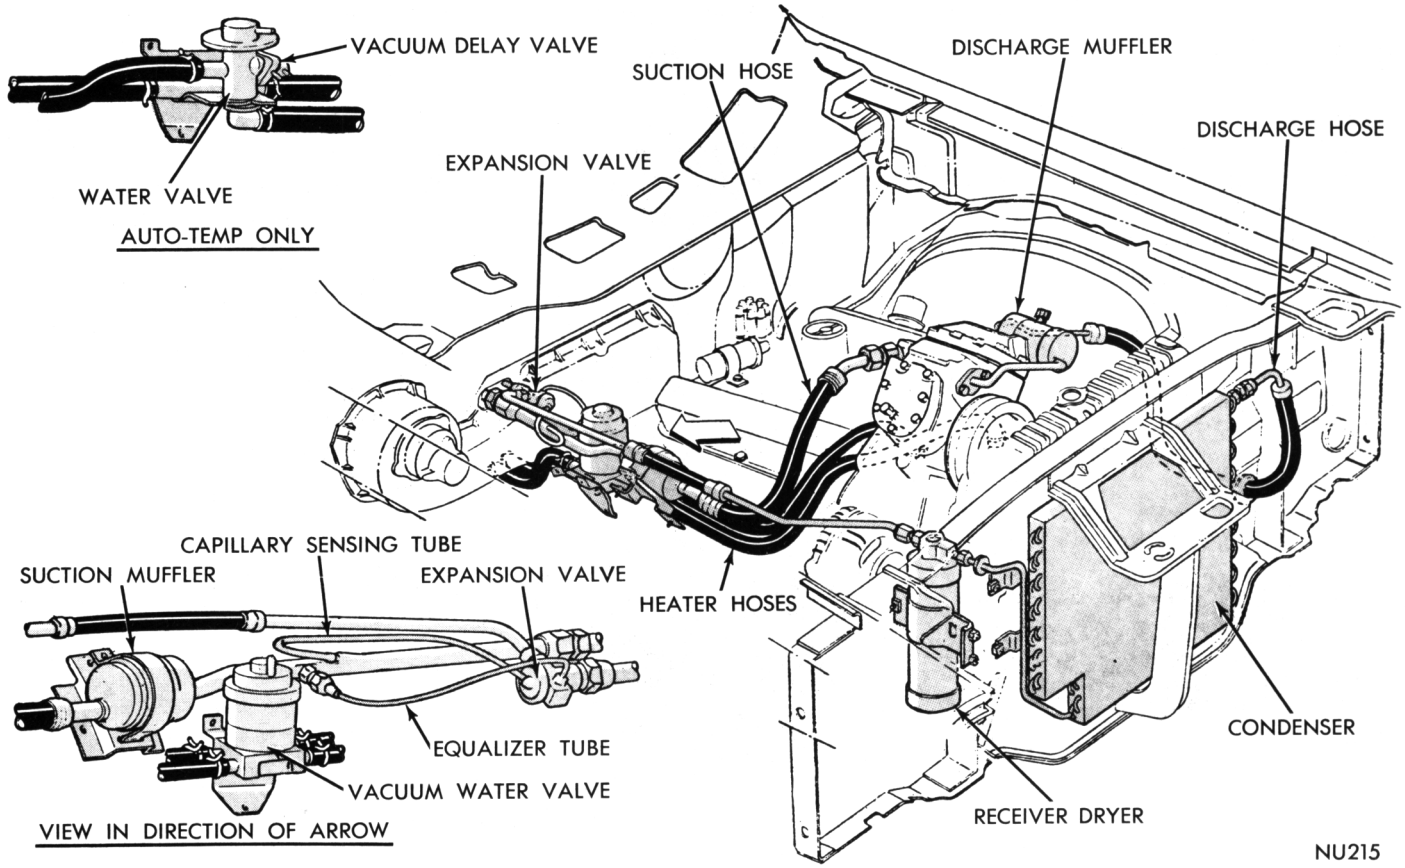

Fig. 71—Air Conditioning and Heater Plumbing (273, 318 Cu. In. Engine) Fury
(6) From engine compartment, install seven retaining nuts to studs surrounding engine side housing.
(7) From glove box opening, connect wire to resistor block and vacuum hoses to recirculating housing actuator.
(8) Install center air distribution housing, center spot cooler and right spot cooler duct. Plug antenna wire into radio and replace glove box.
(10) Connect vacuum hoses to actuator on left side of housing.
(11) Install steering column cover.
(12) Install left spot cooler duct.
(13) Connect suction line and expansion valve. Use two wrenches to tighten fittings (Figs. 71 and 72).
(14) Connect heater hoses, fill cooling system and inspect for leaks.
(15) Install air cleaner and connect battery cable.